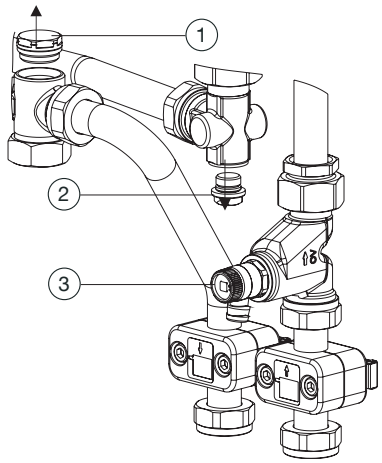

Abb. 6: Ausbau Stopfen Regudis W-HTO
3. Schrauben (SW 22) Sie den Blindstopfen aus dem Verteiler heraus (siehe Abb. 6).
4. Schrauben (SW12) Sie den Verschlussstopfen aus dem Gehäuse heraus (siehe Abb. 6).